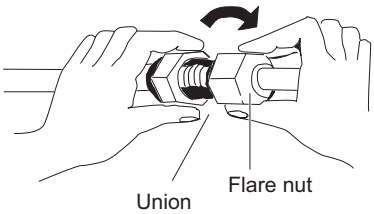

Fig. 2-315
(3) For proper connection, align the union tube and flare tube straight with each other, then screw in the flare nut lightly at first to obtain a smooth match. (Fig. 2-315)